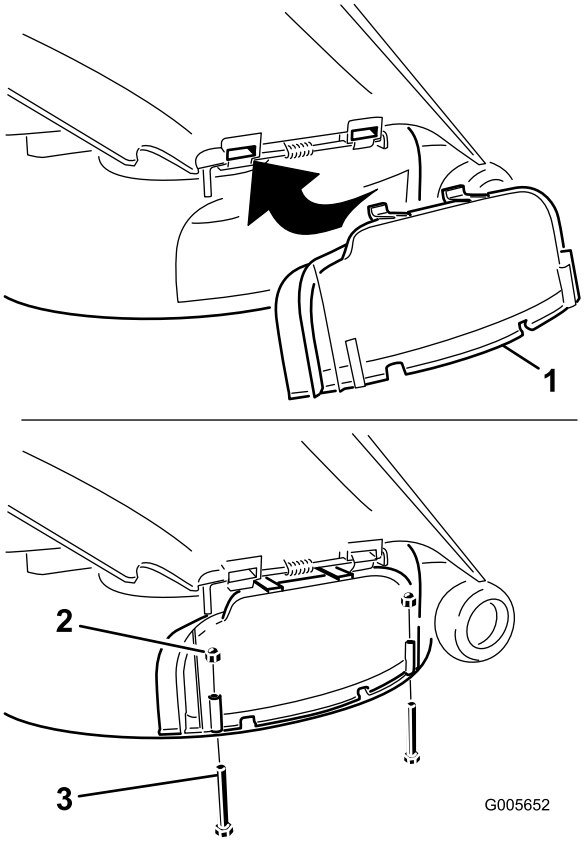

Figur 25
5. Vrid ner utkastarluckan över öppningen och på den undre kanten på klipparen (Figur 25).
6. Fäst utkastarluckan på den nedre kanten på klipparen med två skruvar (¼ x 2½ tum) och två hattmuttrar (¼ tum) i enlighet med Figur 25.